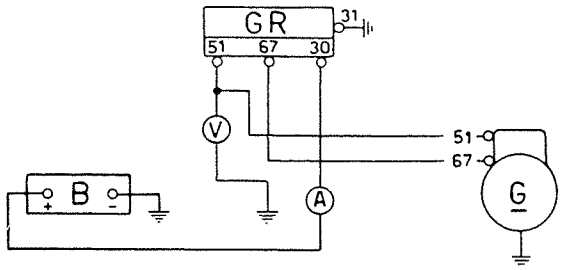

Abb. 343 - Schaltbild für die Kontrolle des vom Rückstromschalter unterbrochenen Rückstroms.
2.1. Verbindungen laut Abb. 343 ausführen.